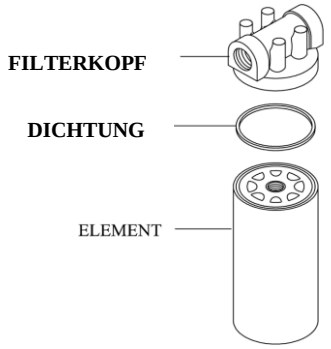

ABB. 5.1: ÖLFILTER
A. AUSTAUSCH DES ÖLFILTERELEMENTS (siehe Abb. 5.1)